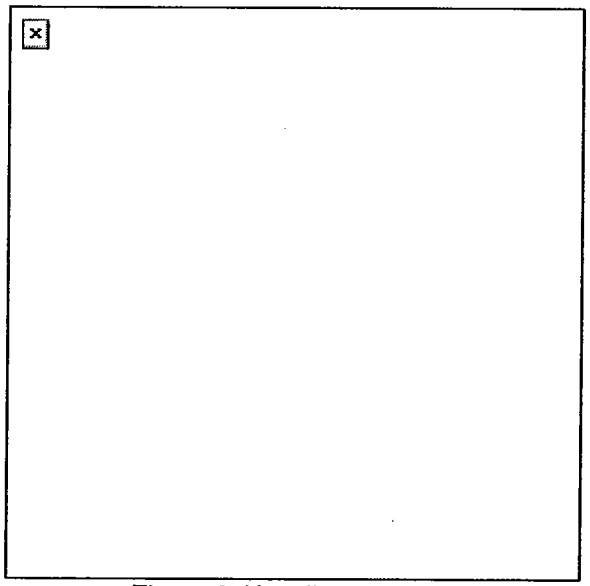

Figure 8. Kneeling position.
c. Kneeling (Figure 8). To assume this position--
(1) Use available cover, such as a low wall, rocks, or a vehicle that you can fire over, for support.
(2) Place your firing knee on the ground. Put your left knee down to fire left-handed, or your right knee down to fire right-handed.
(3) Bend your other knee. Place the foot on your nonfiring side flat on the ground, pointing toward the target. Extend your arms over available cover and use it for support.
(4) Lock the wrist and elbow of your firing arm.
(5) Wrap your nonfiring hand around your firing fist or wrist to support your firing arm.